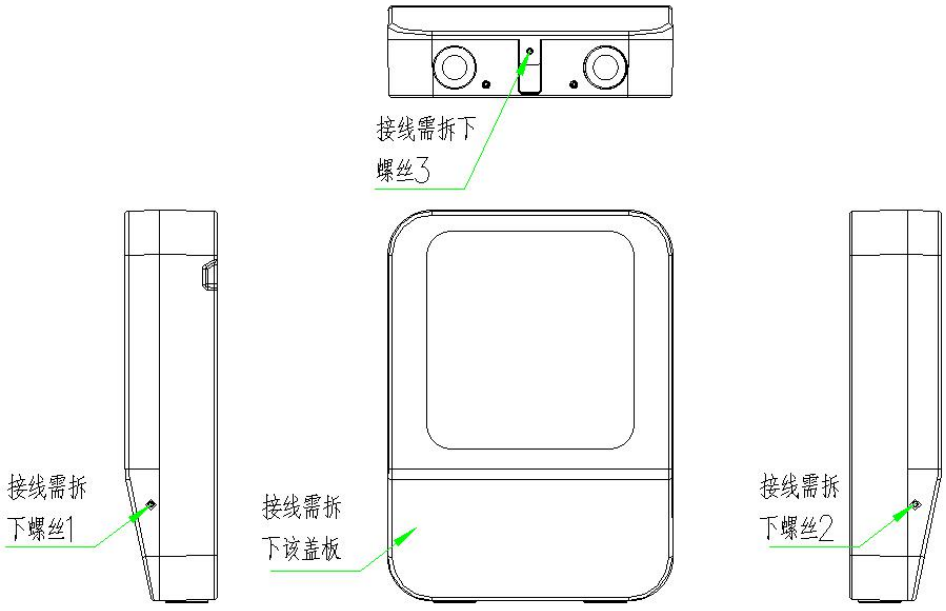

图 8
13、安装接线分明，严格按照充电桩机内接线图的线序要求安装，接线前需先拆下主机下端接线盖板的三个螺丝来去下接线盖板进行接线，如图 8。